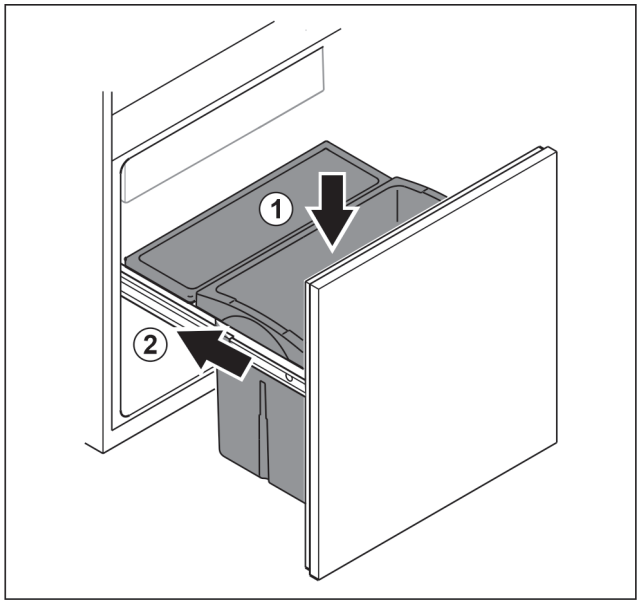

Fig. 149
▶ Introduceți sertarul de sus. *Fig. 149 (1)*
▶ Inserați căruciorul de extragere. *Fig. 149 (2)*